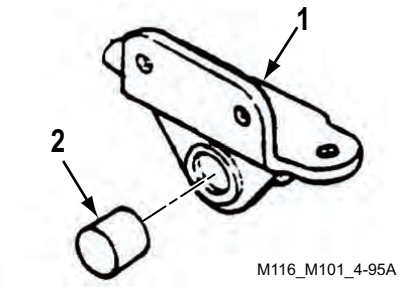

Figure 5. Bushing Installation.
1. If removed, install bushing (Figure 5, Item 2) in rear spring hanger (Figure 5, Item 1).